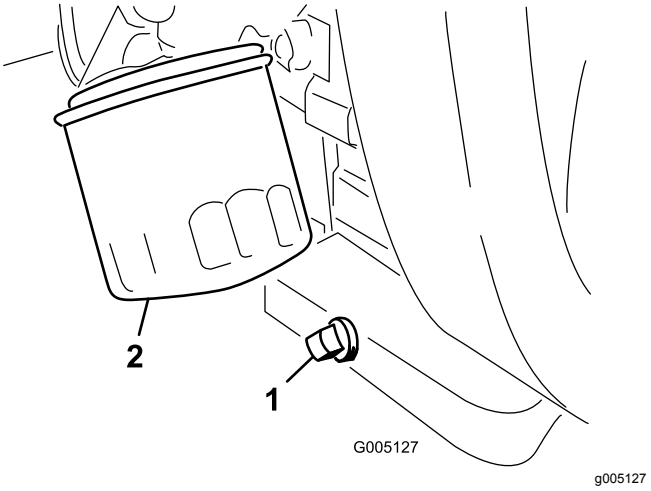

Figur 33
1. Fjern tappepluggen (Figur 33) og la oljen renne ut i en beholder.
2. Rengjør gjengene på tappepluggen, påfør PTFE-forseglingsmiddel og monter tappepluggen (Figur 33).
3. Ta av oljefilteret (Figur 33).